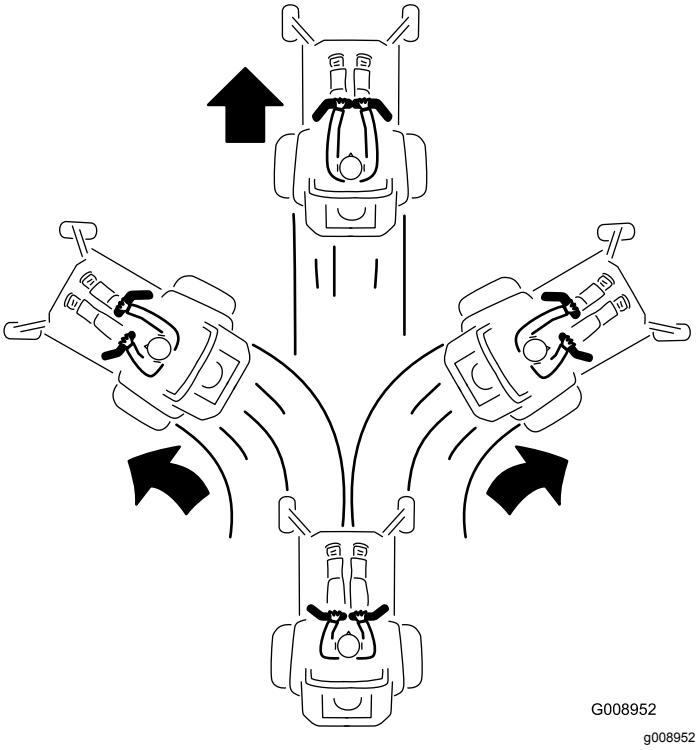

Figur 33
3. Kør fremad ved langsomt at skubbe bevægelseshåndtagene fremad (Figur 33).